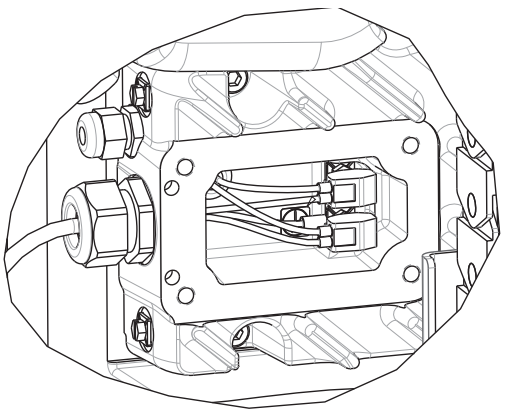

RYS. 38: Przewody w obudowie agregatu
a. W przypadku pojedynczego nurnikowego systemu tłoczącego, odłącznik (AZ) należy ustawić w położeniu OFF (WYŁ.).
b. Z kolei w przypadku korzystania z tandemowego nurnikowego systemu tłoczącego, czerwony odłącznik (AZ) należy ustawić w pozycji OFF (WYŁ.) wyłącznie na nurnikowym urządzeniu tłoczącym, z którego demontowany jest agregat.
4. Odłączyć zasilanie od agregatu (AB):
a. Zdemontować osłonę obudowy agregatu (HC).
b. Odłączyć przewody znajdujące się wewnątrz obudowy agregatu. Patrz RYS. 38.